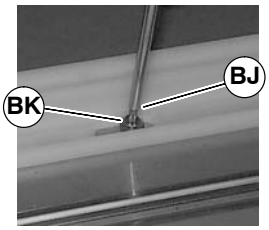

Figure 46
2. With a T–20 Torx head wrench, remove screw (BJ of Figure 46) and bushings (BK).